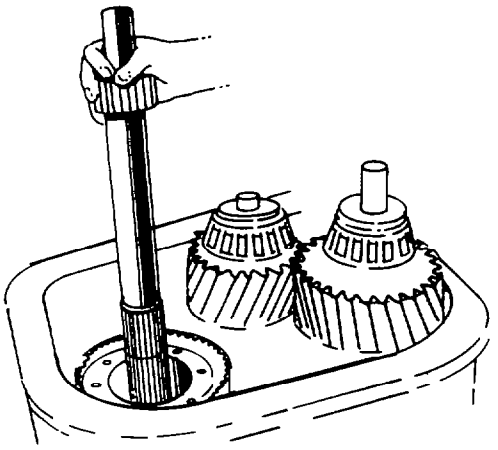

Fig. 231 — Removing Front Drive Shaft
w. Remove the front drive shaft (see fig. 231).